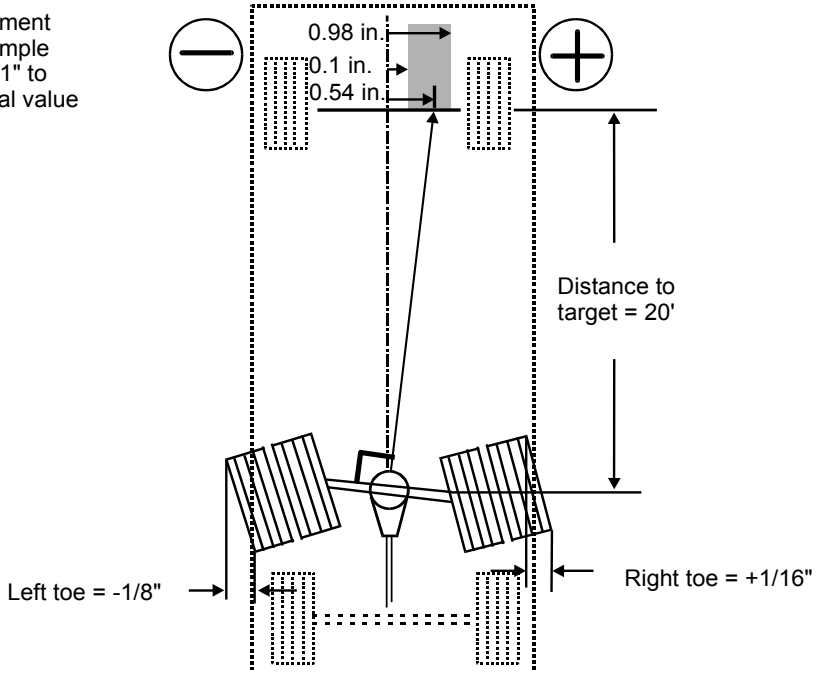

FIGURE 9: EXAMPLE CALCULATION 11013
4. Align the off-tracking of the differential within the tolerances (Fig. 9).